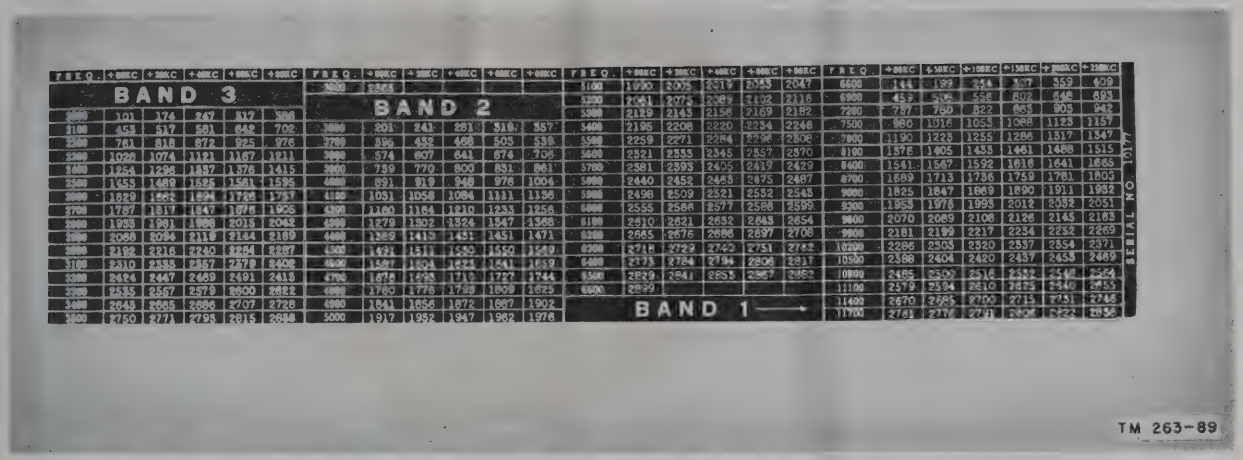

Figure 49. Transmitter dial calibration chart.
c. Dial Reading Calibration Chart. On the transmitter panel is a dial reading calibration chart (fig. 49), which relates the different frequencies of transmission to the dial settings. This chart will not be the same on the different models of the transmitter. Each set must be tuned by the chart on its panel. Assume that it is desired to transmit on a frequency of 5,540 kc in BAND 2, refer to figure 49, and proceed as follows:
(1) Find 5,500 kc in the FREQ. column of the BAND 2 section. Five columns, each with headings from *+00KC* to *+80KC*, follow this column.
(2) Because the dial setting for 5,540 kc is wanted, the *+40KC* column is the one referred to.
(3) In the small box where lines through 5,500 kc and +40 kc intersect, number 2284 is found. This is the number to which the dial should be set in order to transmit a frequency of 5,540 kc.